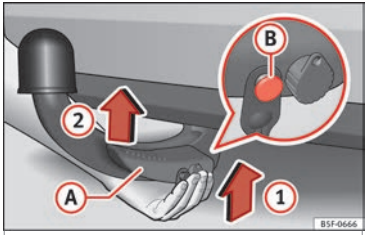

Fig. 226 Fitting the detachable ball / Release bolt in the deployed position.
- Grip the detachable ball **from below** ››› **Fig. 226** and insert it into the hook housing following the direction of arrow (1) until it engages audibly ››› ⚠.